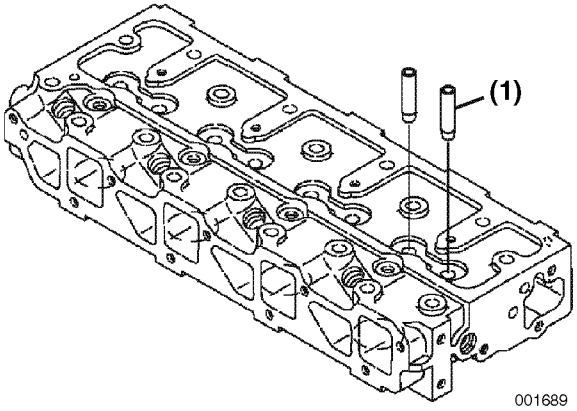

Figure 6-14
1. If the valve guides were not within specifications, use a drift pin and hammer to drive the valve guides **(Figure 6-14, (1))** out of the cylinder head.